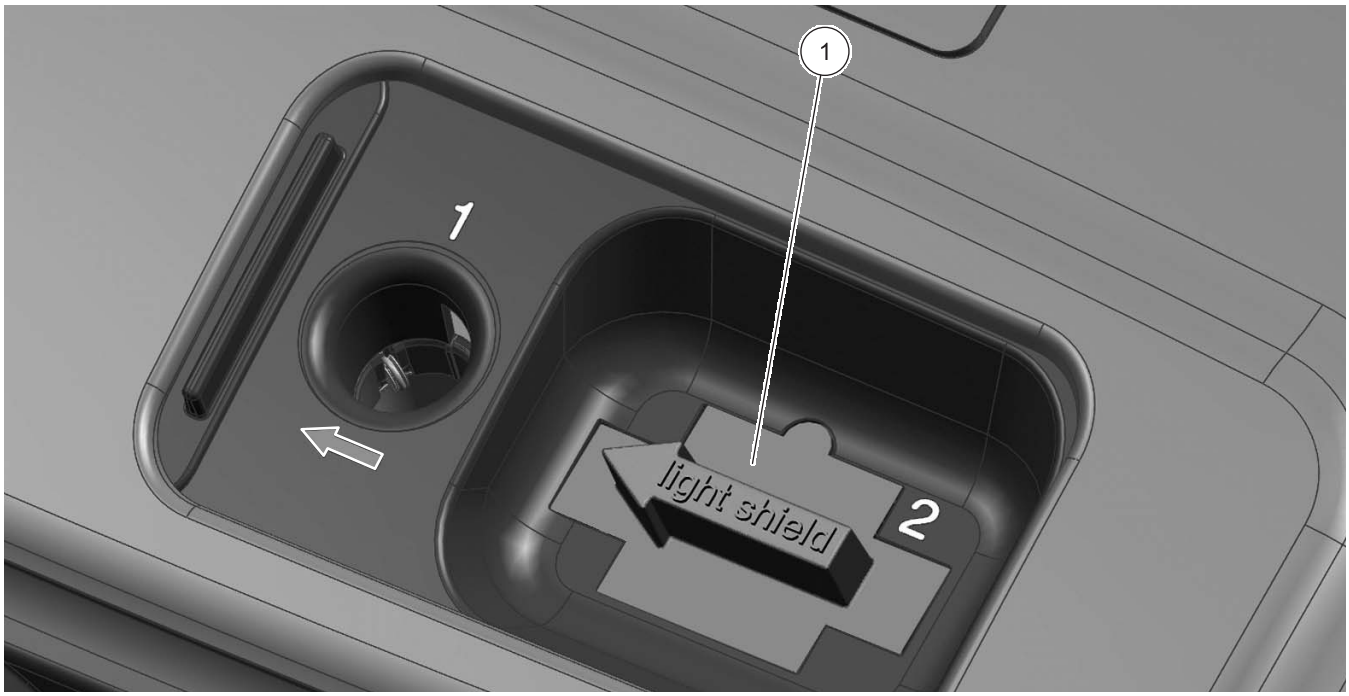

Figura 7 Protector de luz instalado
2. Introduzca el protector de luz de forma que la flecha apunte a la izquierda y la ficha de orientación concuerde con la ranura situada en la abertura del compartimento (Figura 7).